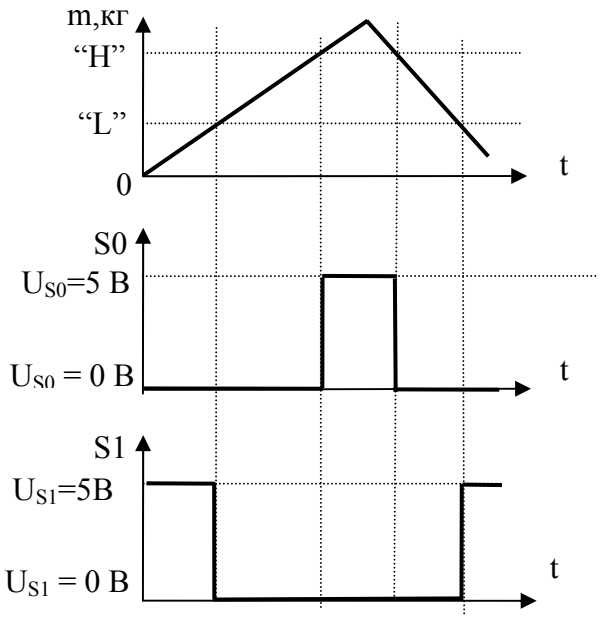
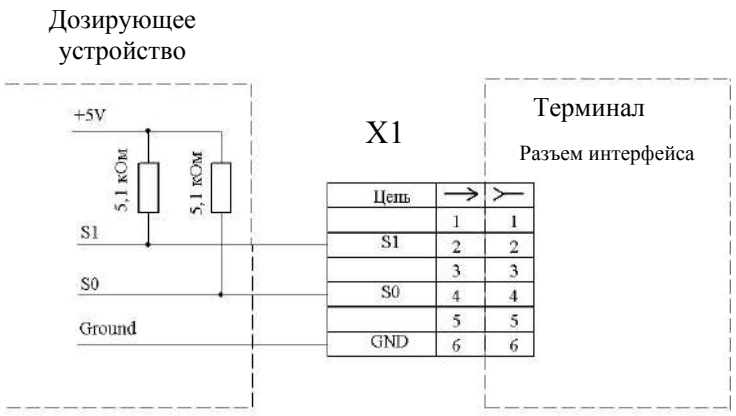

Рис. 8.3 - Зависимость сигналов управления от массы дозируемого товара
Рис. 8.4- Схема подключения весам к устройству дозирования. (X1- вилка кабельная MDN-6M)
8.4.2 Сигналы, формируемые весами в режиме управления дозирующим устройством, приведены на Рис. 8.3. Подключение весов к устройству дозирования, производится через разъем интерфейса терминала. Электрическая схема подключения приведена на Рис. 8.4.